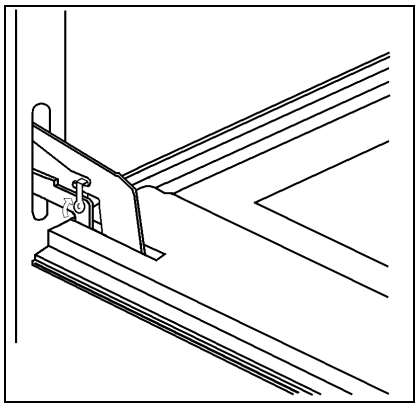

fig. 13
- tournez les deux pièces de blocage sur les bras des charnières 60º (fig.13).